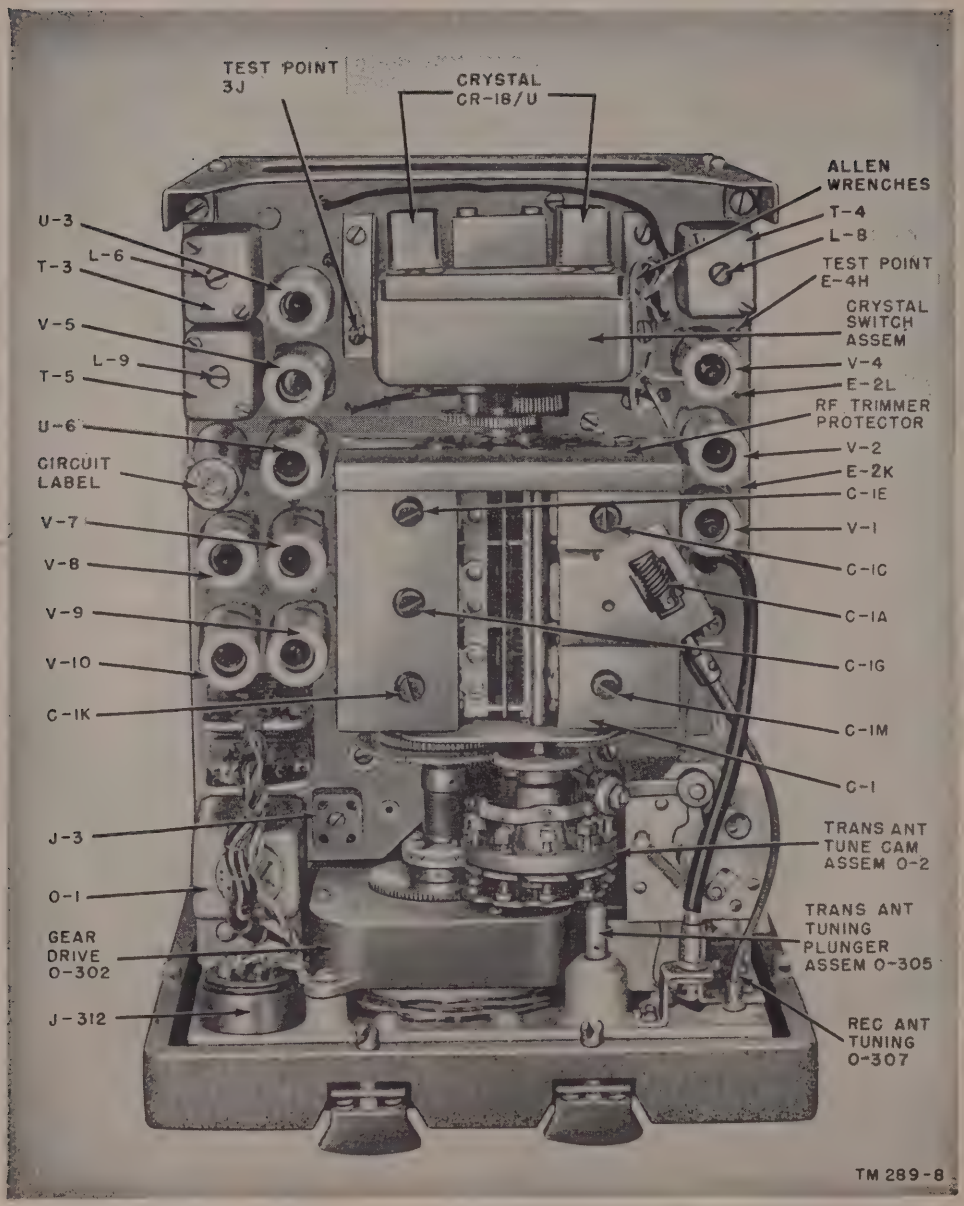
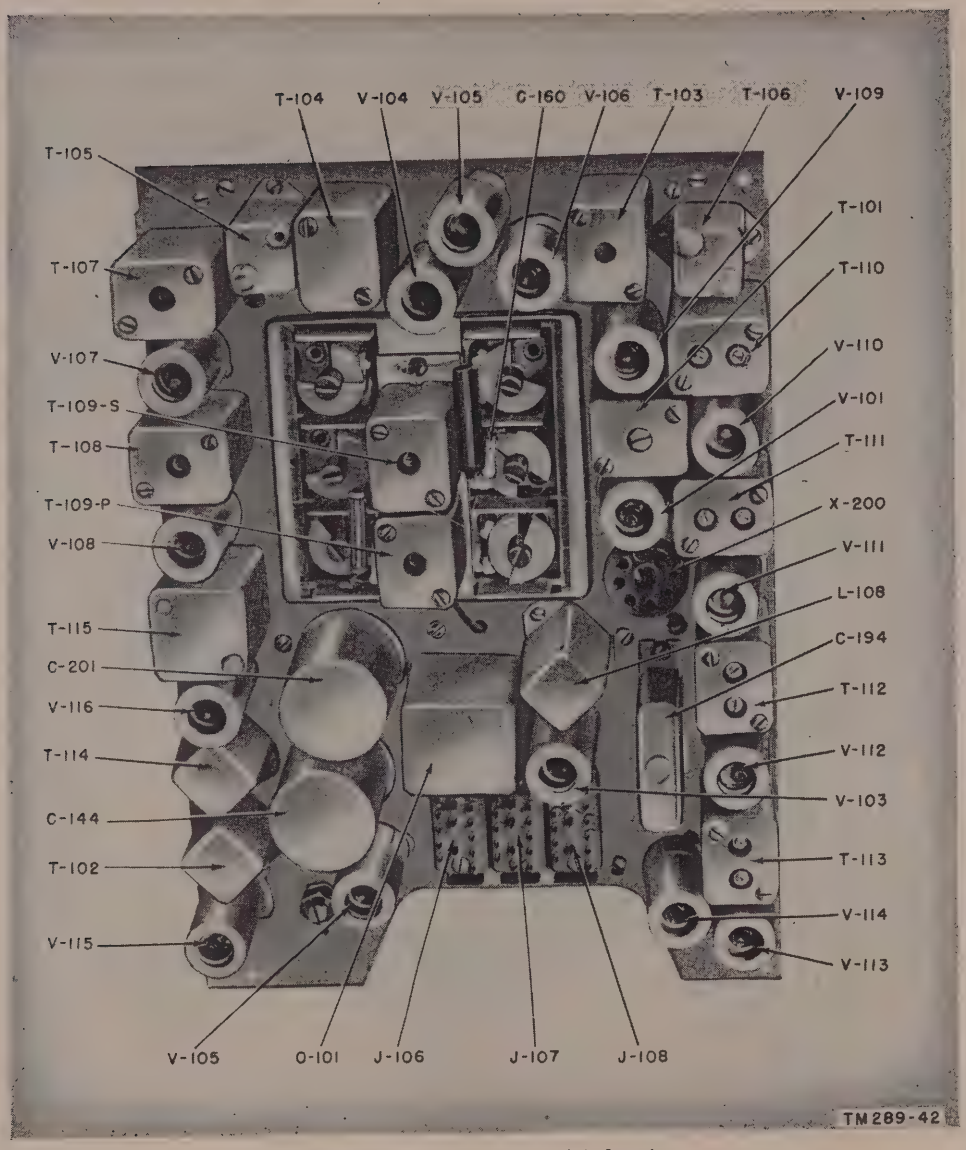

Figure 53. Set 1, view of r-f chassis.
Figure 54. Set 1, view of i-f chassis.
a. Tubes V–1 through V–11 are mounted on the r-f chassis (fig. 53). Tubes V–101 through V–116 are mounted on the i-f chassis (fig. 54). With the exception of V–11, each of these tubes may be removed with a tube puller after the shield is removed.